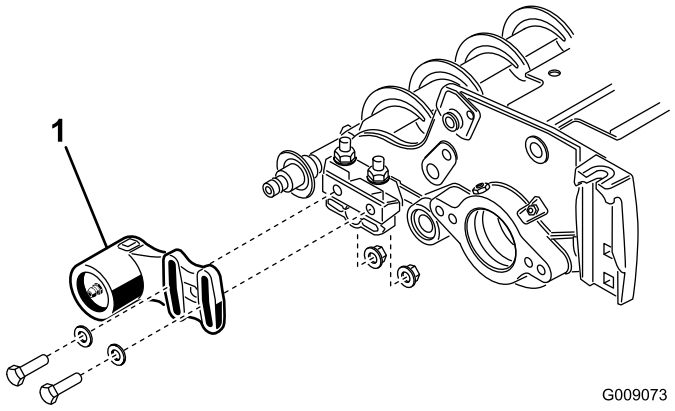
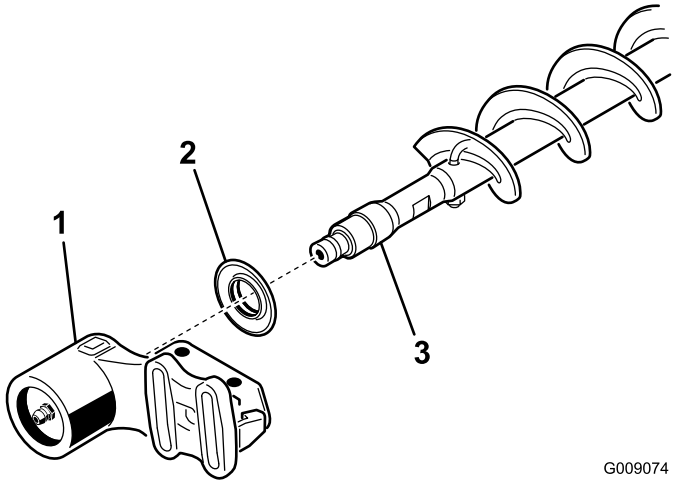

図 20
図 21
1. すでにローラブラシが取り付けられている場合は、駆動側でない方のベアリングハウジングをベアリングハウジング取り付けブラケットに固定しているボルト2本、ワッシャ、ナットを取り外す 図 20 と 図 21。
2. ブラシのシャフトから、非駆動側ベアリングハウジングとエクスクルーダシールを外す図 21。
9. 非駆動側ベアリングハウジングとエクスクルーダシールをブラシシャフトに取り付ける図 21。